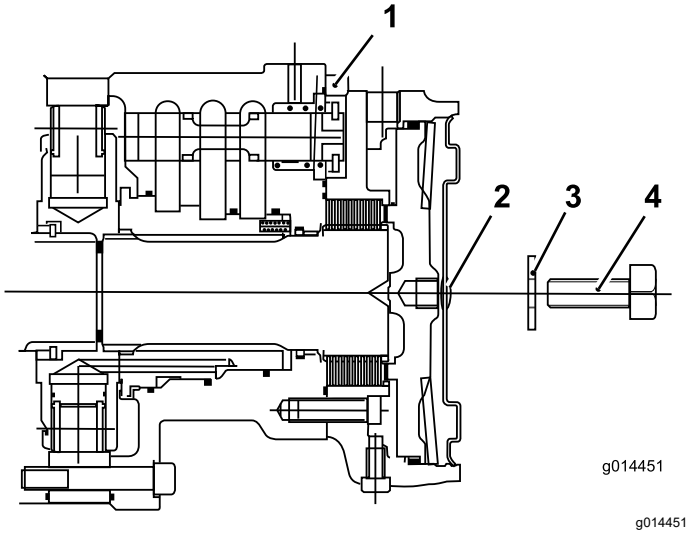

Rysunek 45
1. Wykręć śrubę 12 x 40 mm i podkładkę 12 mm z otworu na środku płyty końcowej silnika (Rysunek 45).